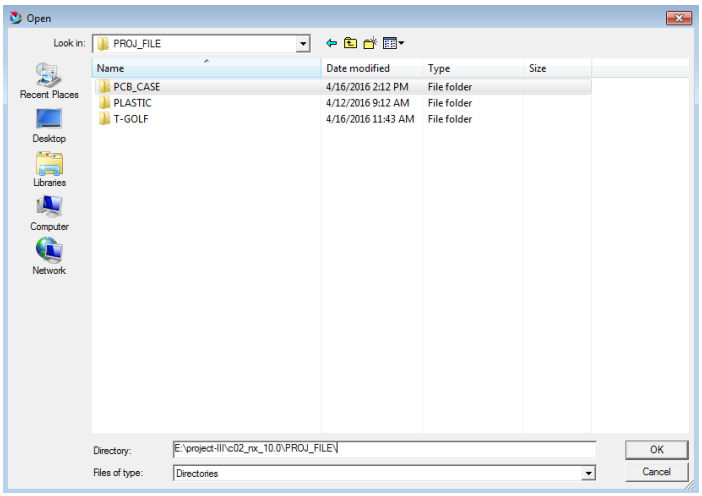

*Figure 2-33 The **Open** dialog box*
2. In this dialog box, choose the **Browse** button; the **Open** dialog box is displayed, refer to Figure 2-33.